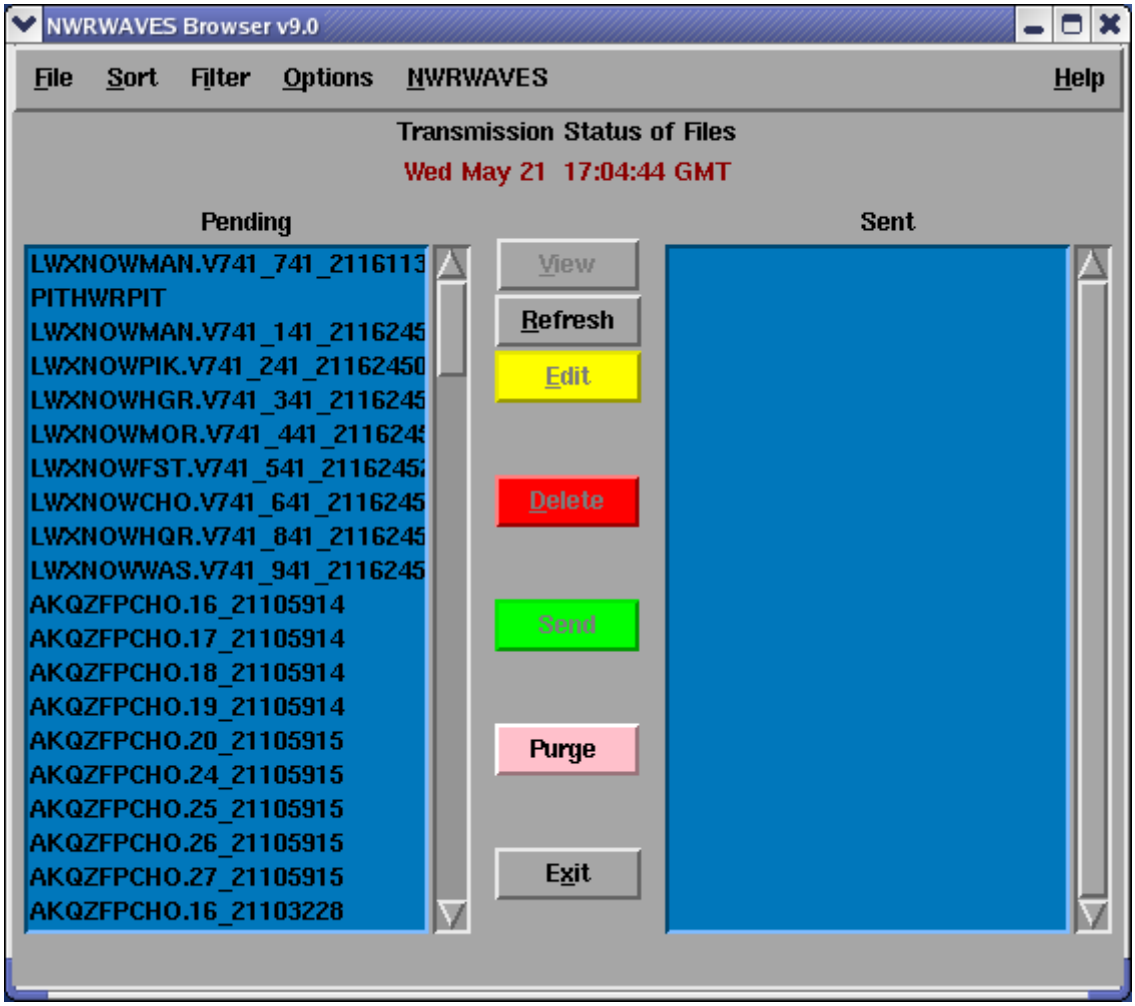

Figure 1 – NWRWAVES Browser
A) Open the NWRBrowser on any AWIPS workstation. You will be greeted by the NWRWAVES Browser (Figure 1).